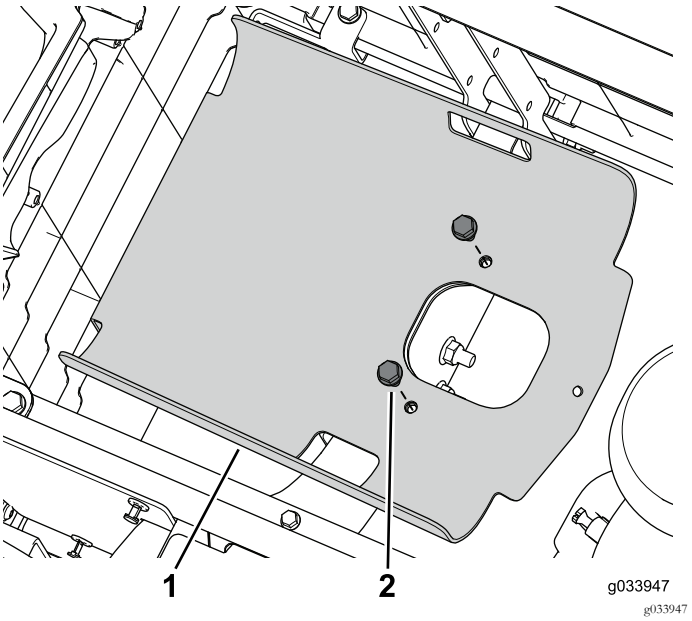

Figura 2
5. Togliete i 2 bulloni flangiati che fissano il vassoio del serbatoio al telaio (Figura 2).